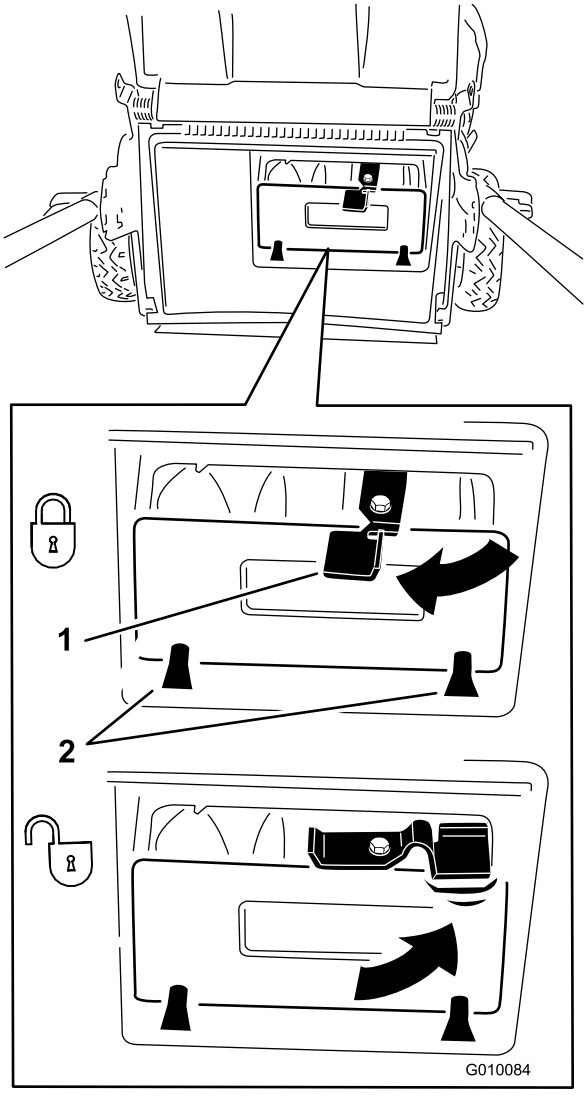
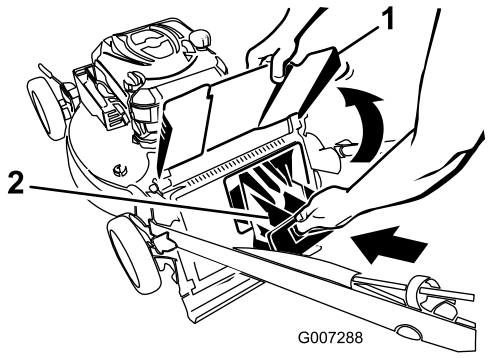

**Figur 25**
**Figur 26**
**Viktigt: Se till att den bakre utkastarpluggen har spärrats ordentligt. Spärra pluggen genom att trycka in den ordentligt tills den snäpper fast bakom flikarna och vrid spaken på pluggen åt vänster (Figur 25).**
**Obs:** Lossa på pluggen genom att vrida spaken på pluggen åt höger (Figur 25).
**Viktigt: Se till att den bakre utkastarpluggen har spärrats ordentligt. Spärra pluggen på följande sätt: Lyft upp den bakre utkastarskärmen (Figur 26), tryck in pluggen ordentligt tills den snäpper fast bakom flikarna och vrid spaken på pluggen åt vänster (Figur 25).**